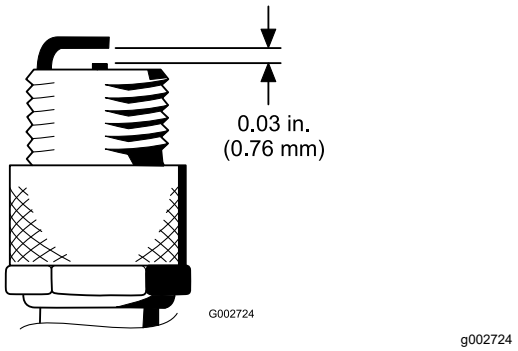

Figuur 28
4. Zorg ervoor dat de elektrodenafstand tussen de centrale elektrode en de massa-elektrode 0,76 mm bedraagt, zie Figuur 28. Plaats de bougie met de juiste elektrodenafstand en monteer deze met de pakkingafdichting. Draai de bougie vast met een torsie van 23 N·m. Als u geen momentsleutel gebruikt, moet u de bougie stevig vastdraaien.